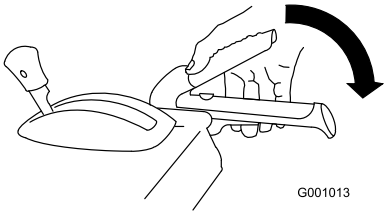

Figur 29
1. For å aktivere spiralblads-/viftehjulsdrivverket, klem den høyre spiralblad-/viftehjulfunksjonsspaken til håndtaket (Figur 29).